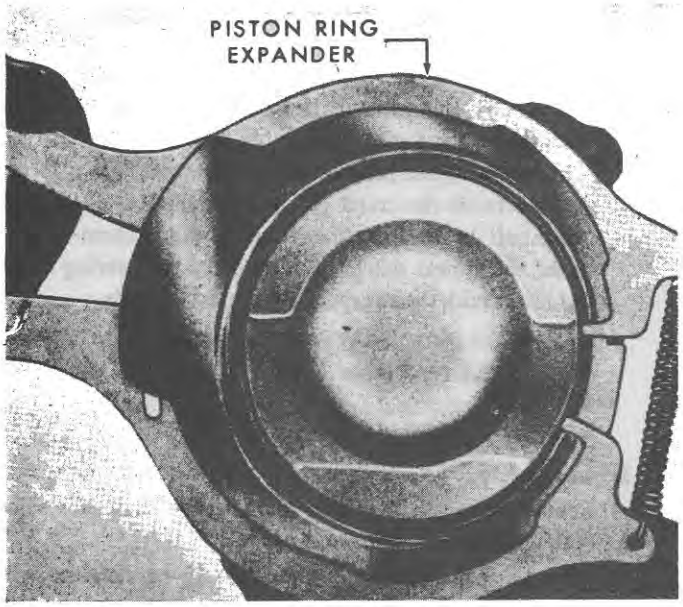

Figure 45
5. Remove the piston rings from the pistons with a piston ring expander or other suitable means, as shown in Figure 45.
NOTE: ***When installing the piston rings, it is recommended that a piston ring expander be used as shown in Figure 45. This tool will prevent over-expansion of the ring, and will expand the ring to a true circle to avoid distortion. The rings supplied in Service Ring Kits differ from the standard size rings used in production. Because of the differences the following points should be noted when installing new sets of rings, whether they be standard or oversize. L.P. and gasoline piston rings are assembled in the same manner as diesel piston rings, except that the 2nd compression ring on a L.P. and gasoline piston is to be assembled in a similar manner to the 3rd compression ring on a diesel piston. Always begin the assembly from the oil ring groove.***